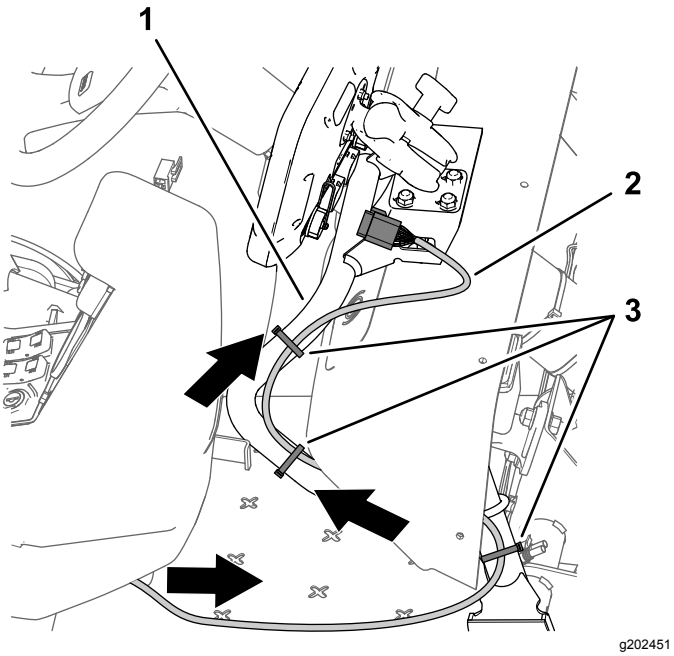

Figur 207
1. Før dataledningsnettets afgreningsledning på 220 cm (afgreningsledningen med stikket med 26 sokler) fremad og under instrumentpanelet (Figur 207).
2. Før afgreningsledningen på 220 cm fra dataledningsnettet langs monitorens støtterør (Figur 207)
4. Sørg for, at dataledningsnettets afgreningsledning på 220 cm har nok frirum til at lade sprøjteoperatøren justere monitorens placering, og fastgør ledningsnettet til monitorens støtterør med kabelbånd som vist i Figur 207.